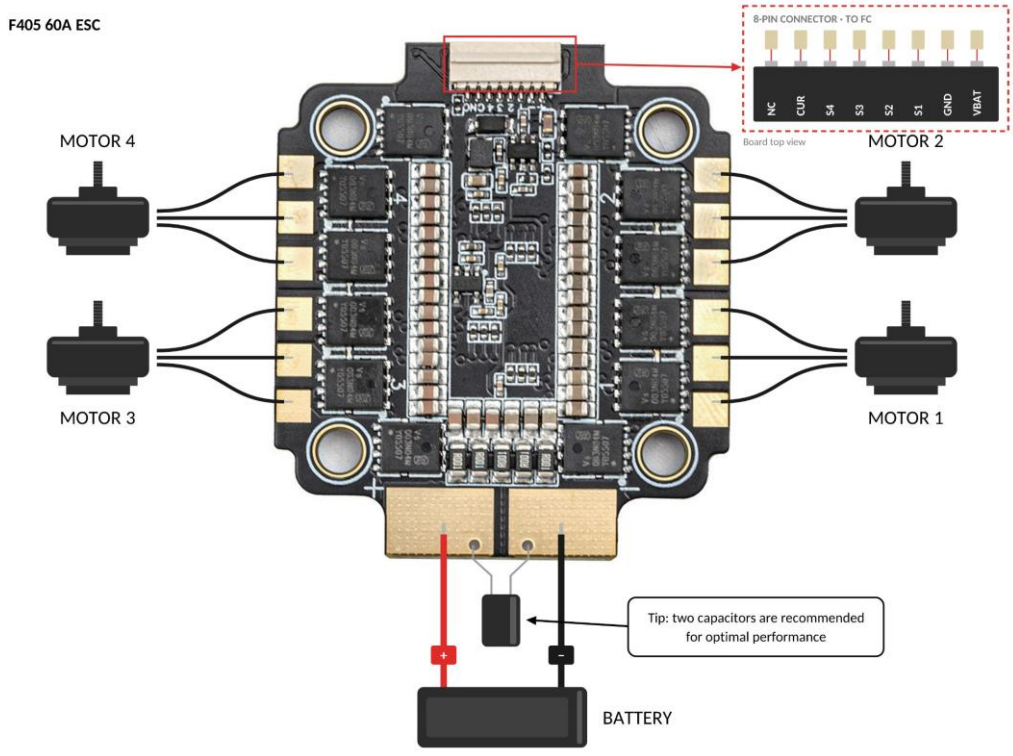

Fig.2. Instalación y cableado del ESC
3. Pads de motor: Suelde los cables de los motores a los pads de la izquierda (motores 4 y 3) y de la derecha (motores 2 y 1), como se muestra en la Fig.2.